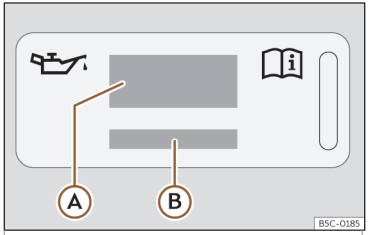
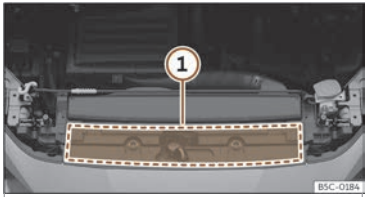

Fig. 208 No van motor:etiqueta de aceite de motor
Fig. 209 No van motor:área de localización da etiqueta de aceite do motor
Lenda da>>> **fig. 208** :
Se debe encher de novo o aceite do motor, use un dos aceites indicados na etiqueta >>> **fig. 208**. A etiqueta coa norma prescrita está situada na parte frontal do compartimento do motor>>> **fig. 209** ①. Se usa o aceite de motor recomendado, o nivel de carga pode corrixirse tantas veces como sexa necesario.